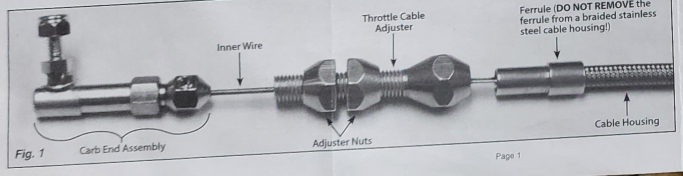

Fig. 1
Step 3: Remove the carb end assembly and throttle cable adjuster from the engine end of the new Lokar Throttle Cable. **DO NOT REMOVE** the ferrule if the cable housing is braided stainless steel! Pull the inner wire out of the cable housing. ***Fig. 1***